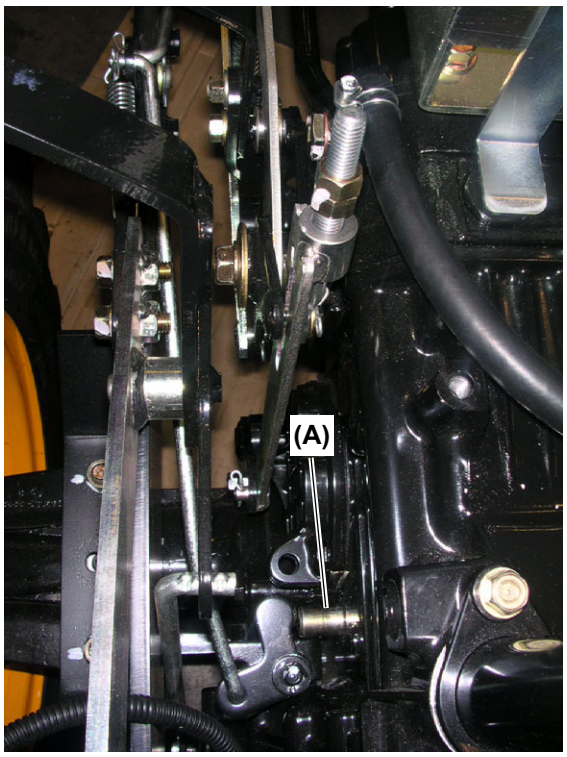

Fig. 2
5. Push the rear differential link rod (Fig. 1, (27)) to the rear until the differential lock fulcrum (Fig. 1, (Ref. #28)) (See page 8-14), comes in contact with the differential lock shaft (Fig. 2, (A)) (See page 8-15).